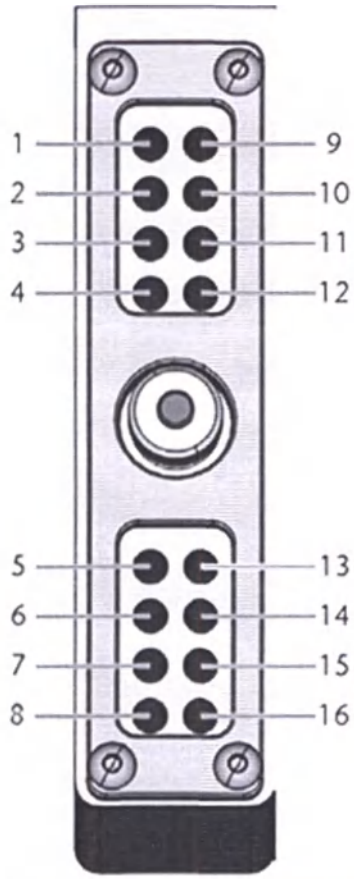

Рис. 20: *Вверху: местоположения для инструментов 1 -16 в устройстве смены инструмента*
- Местоположения инструментов в устройстве смены инструмента должны совпадать с местоположениями инструмента в DentalCNC (Рис. 20).